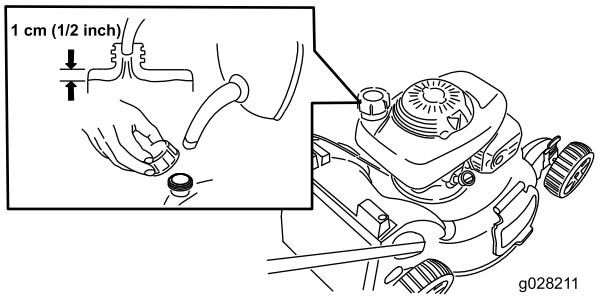

**Figur 15**
1. Rengør området omkring brændstoftankens dæksel, og fjern dækslet fra tanken (Figur 15).